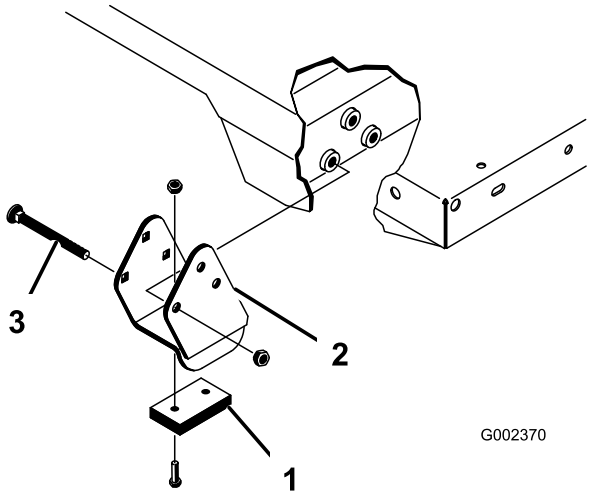

Figura 34
Nota: Assicuratevi che le staffe distanziali e i blocchi di usura (Figura 34) siano installati con le teste dei bulloni a testa tonda posizionate verso l'interno della macchina.
2. Collocate con delicatezza il pianale sul telaio della macchina, allineando i fori delle piastre orientabili sulla parte posteriore del pianale ai fori sul profilato posteriore del telaio e installate 2 perni con testa e 2 acciarini (Figura 34).
4. Inserite il perno con testa dall'esterno del pianale, con l'acciarino posto sull'esterno (Figura 34).